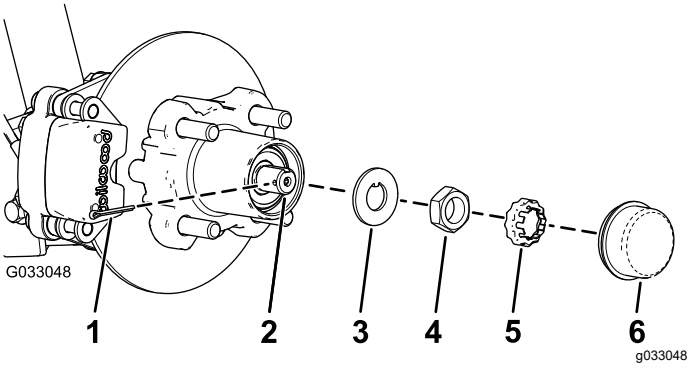
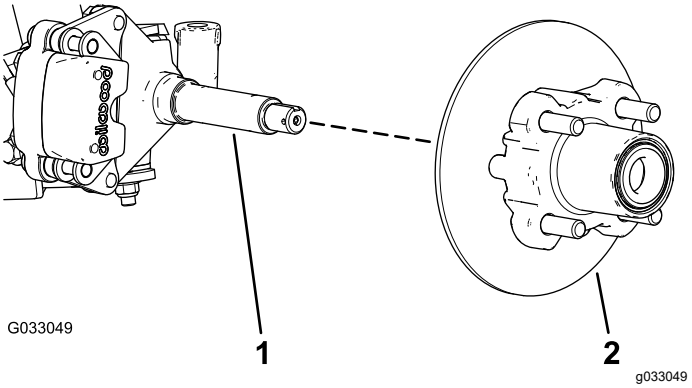

**Figuur 27**
**Figuur 28**
4. Verwijder de stofkap van de naaf (Figuur 27).
5. Verwijder de borgpen en de moerzekering van de as en de asmoer (Figuur 27).
6. Verwijder de asmoer van de as, en verwijder de naaf en de rotor van de as (Figuur 27 en Figuur 28).